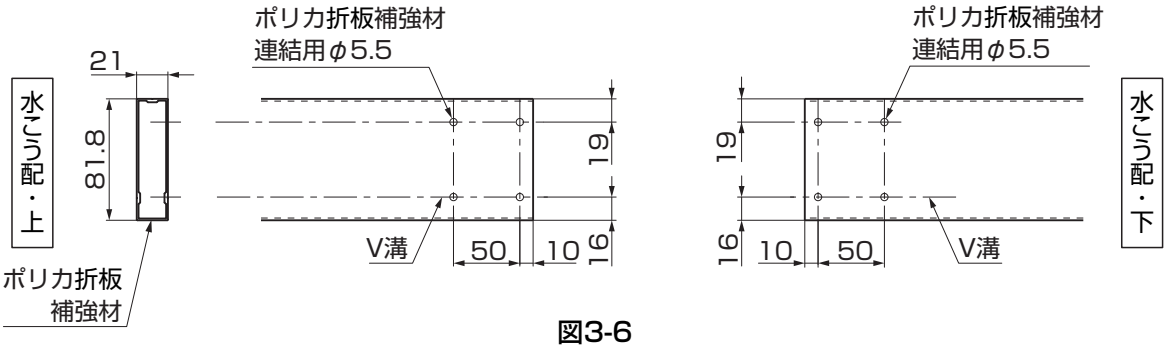

図3-6
①ポリカ折板補強材の連結部にポリカ折板補強材連結用の穴加工をしてください。(図 3-6 参照)